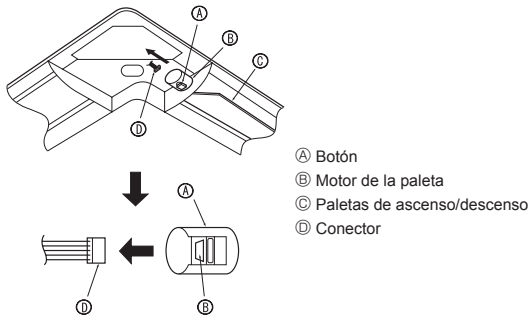

Fig. 9-9
9.5. Bloqueo de la dirección del flujo de aire de ascenso/descenso (Fig. 9-9)